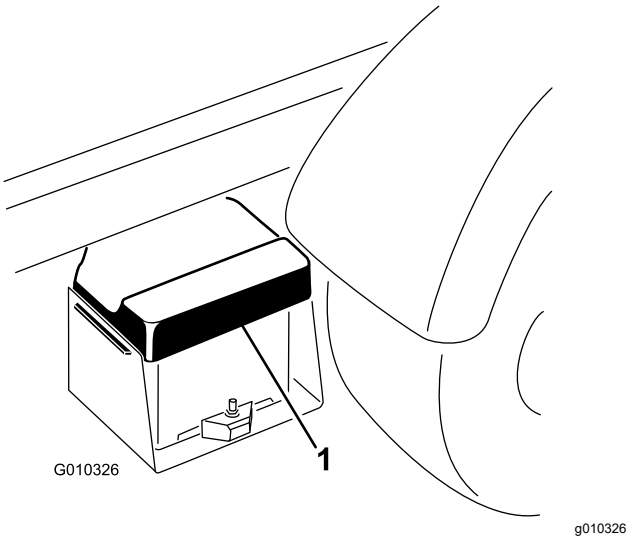

Figur 41
1. Klem på batteridækslet for at løsne tapperne fra batteribundpladen, og fjern batteridækslet fra batteribundpladen (Figur 41).